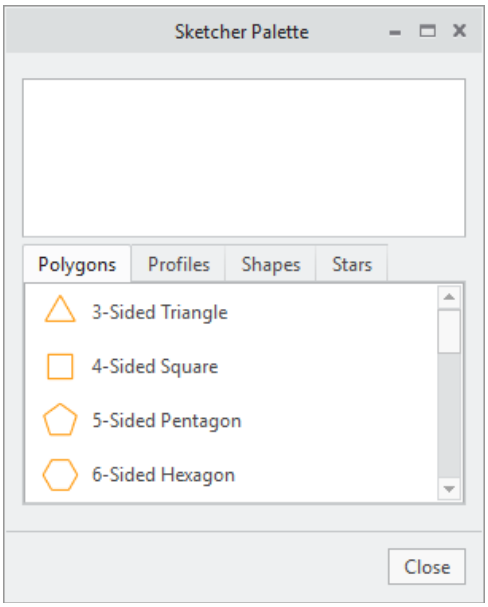

***Figure 2-21** The **Sketcher Palette** dialog box*
1. Choose the **Palette** tool from the **Sketching** group; the **Sketcher Palette** dialog box will be displayed, as shown in Figure 2-21. The options in this dialog box are used to insert a previously created sketch.
*If you have selected a working directory which contains only .sec files, a tab with the name of the working directory is displayed in the **Sketcher Palette** dialog box and also will be chosen by default. On the other hand, if you have selected a working directory which contains other types of files, the same tab will be displayed in the end and the **Polygons** tab will be chosen by default, refer to Figure 2-21.*